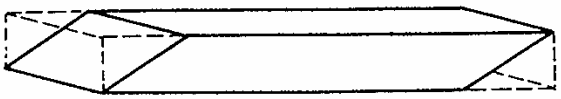
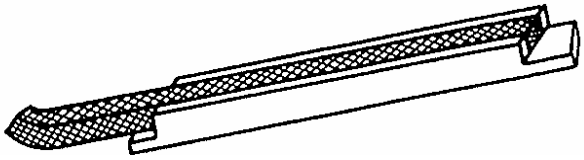

Fig. 13. Corte obliquo da gaxeta
Fig.14. Dispositivo para cortar anéis de gaxeta
- Cortar novos anéis de gaxeta de preferência com extremidades oblíquas (Fig.13). Para facilidade deste corte pode ser usado um dispositivo de fácil confecção (fig.14)